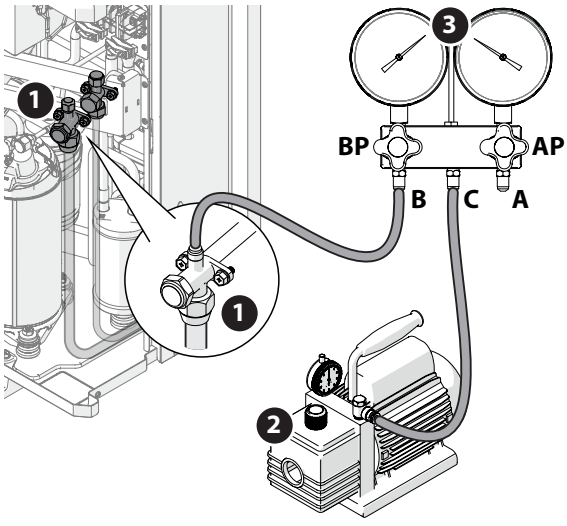

Fig. 53
– Raccordez les tuyaux comme indiqué sur la figure "Fig. 53".
– Ouvrez légèrement la vanne d'arrêt **(1)** et refermez-la (" Fig. 53").